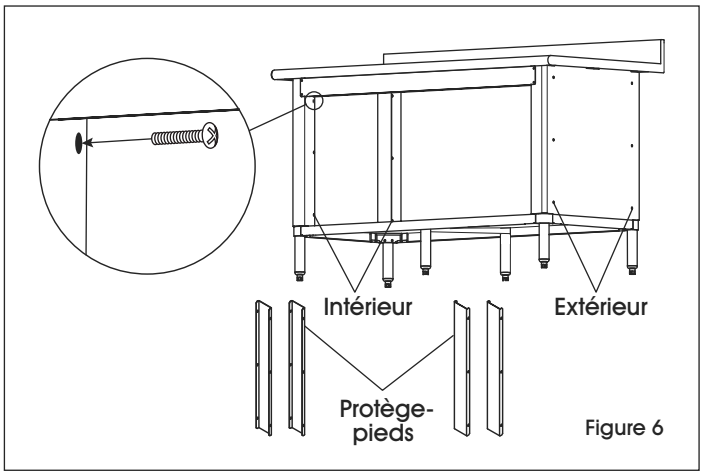

Figure 6
7. Insérez les protège-pieds dans l'armoire tout en couvrant le pied et le panneau latéral. Fixez au pied et au panneau latéral à l'aide de six grands boulons cruciformes par protège-pied. Trois boulons de l'intérieur et trois de l'extérieur. (Voir Figure 6)